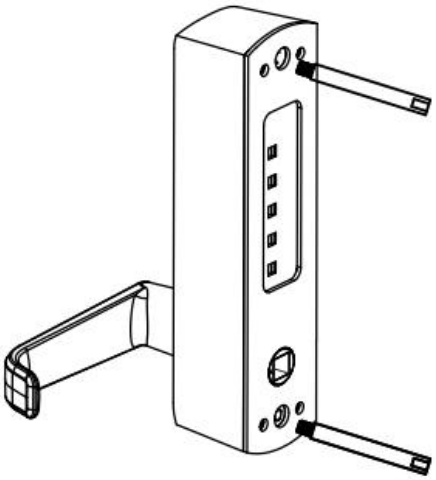

FIG9A
1) Vissez d'abord la vis pleine dans le trou prévu à cet effet sur la serrure à code du panneau avant (voir figure 9A). Ensuite, choisissez le diamètre de la tige carrée adapté à l'épaisseur de la porte (voir figure 10).